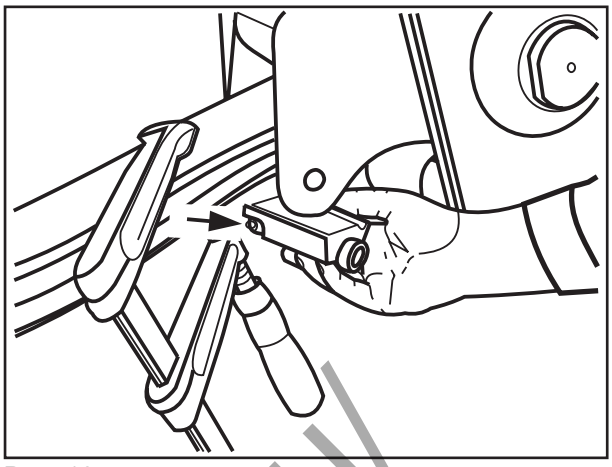

Рис. 10
(17) Сжать зажимные листы струбциной.
(18) Вместе с крепежным болтом вставить скользящую деталь со смазочным ниппелем в направлении оси (рис. 10/стрелка).
(19) Навинтить новую стопорную гайку и затянуть ее предписанным моментом затяжки.